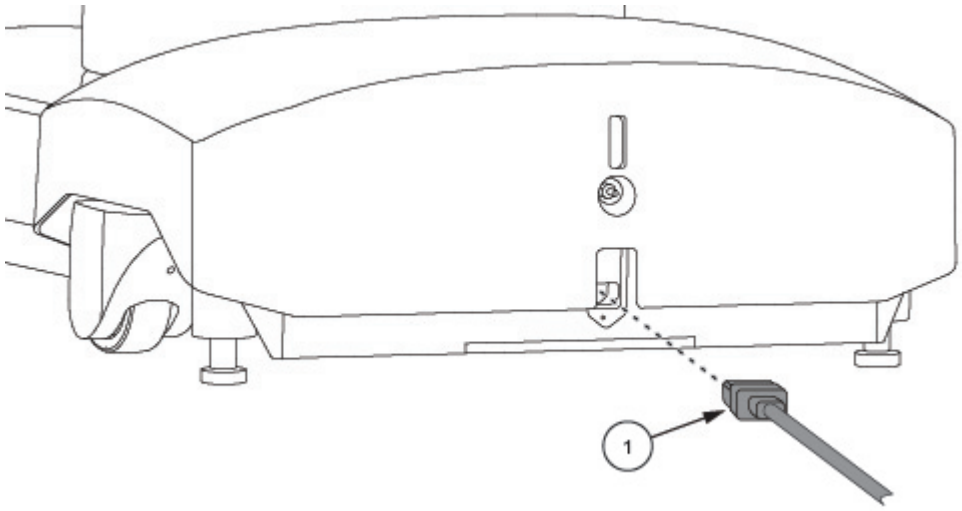

Figura 7-2. Enchufar la mesa de quirófano a la red eléctrica
2. Conecte el cable de alimentación (1) al conector IEC.
3. Conecte el cable de alimentación a una toma de corriente. Consulte la *Figura 7-2*.